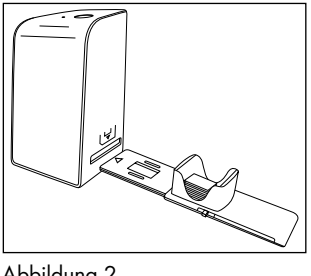

Abbildung 2
- Legen Sie die Dias seitenrichtig in den dafür vorgesehenen Schacht des Dia-Magazins ❻. Es können ca. 10-12 Dias (je nach Größe) in das Dia-Magazin eingelegt werden.
- Führen Sie das Dia-Magazin ❻ mit dem Sichtfenster zuerst in den rechten Einschub ❹ ein. Beachten Sie dabei, dass die Dreiecksmarkierung voran und sichtbar ist (siehe Abbildung 2).